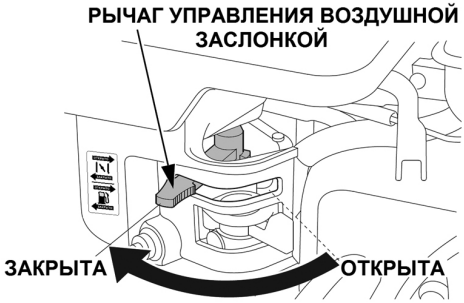

Рис. 19 Рычаг управления воздушной заслонкой
3. Закройте воздушную заслонку карбюратора. Для этого переведите рычаг управления воздушной заслонкой в крайнее левое положение (Рис. 19).